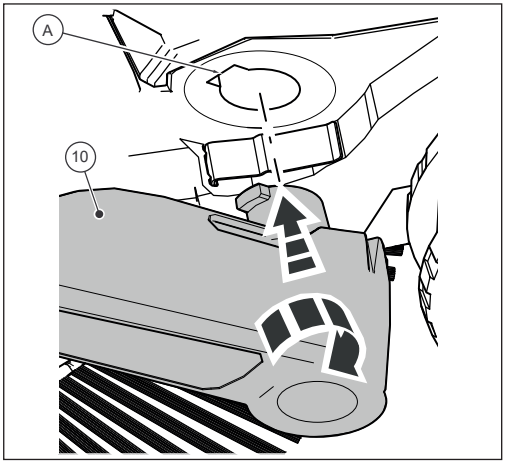

Abb. 10: Montering av handtagsbeslag
2. Placera ett av de två handtagsbeslagen med spärrhaken på handtagsbeslaget (10) i det spår som finns på ramen (A) så att det kan snäppas fast (fig. 10).